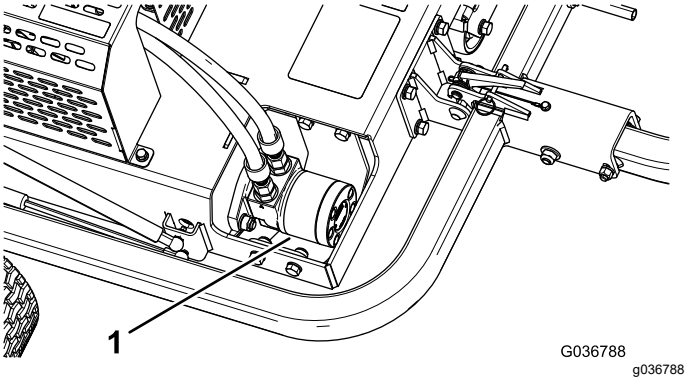

Рисунок 40
3. Удалите загрязнения и мусор с поверхности вокруг гидроцилиндра (Рисунок 40).